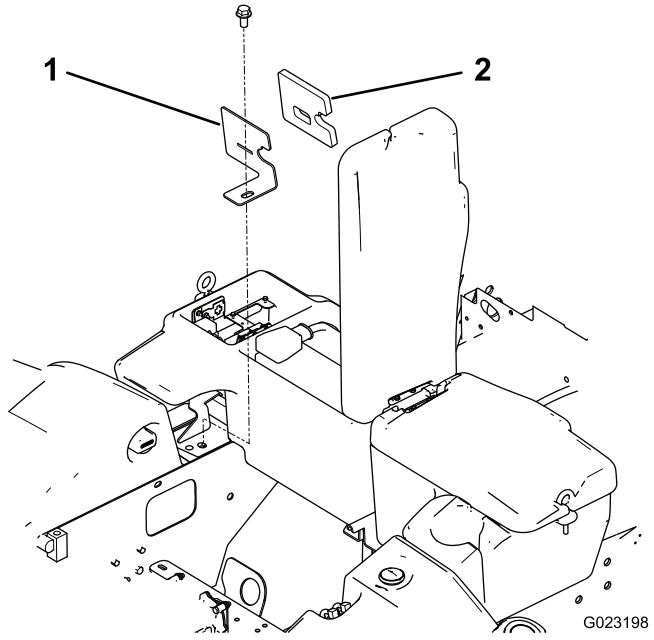

Figure 30
1. Remove the flange-head screw securing the compartment clamp and seal to the traction unit (Figure 30).
6. Install the compartment clamp and seal to the traction unit with the flange-head screw (Figure 30).